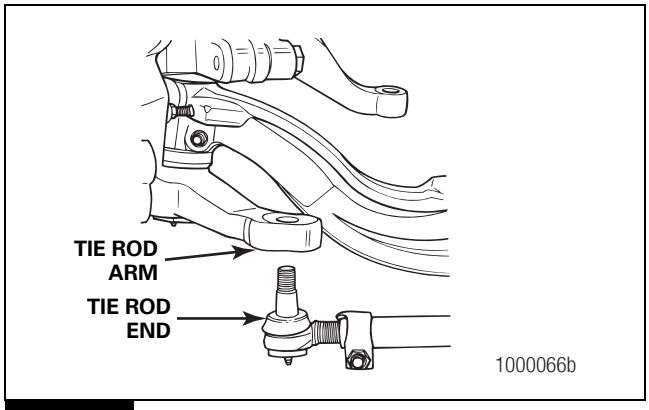

Figure 6.47
3. Clean and dry the tie rod end taper and the tie rod arm taper hole. Figure 6.47.